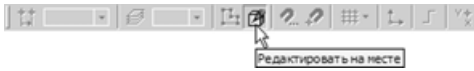

Рис. 7.87
- Щелчком на кнопке **Редактировать на месте** на панели **Текущее состояние** завершите создание детали (рис. 7.87).